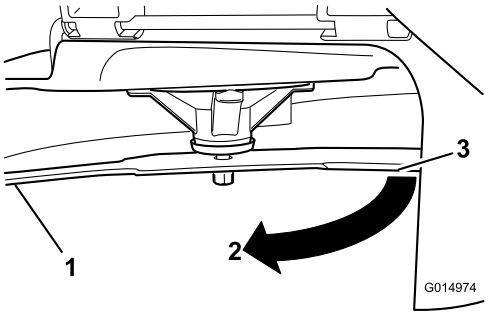

Figur 55
3. Målt afstand mellem skærekniven og overfladen (A)
4. Drej samme skærekniv 180 grader, så den modsatte skærekant nu befinder sig i samme position (Figur 55).